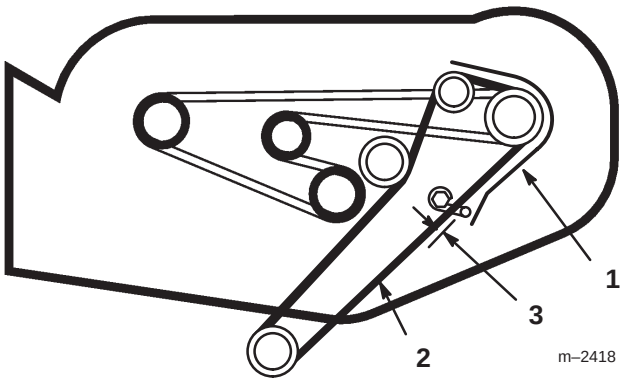

Figure 30
2. Remove left pulley cover mounting screws and pulley cover. Remove PTO belt (Fig. 30).
2. Install left pulley cover with previously removed mounting screws (Fig. 30).
4. Adjust belt guide so distance between belt and guide is 1/8” (4 mm) (Fig. 30).